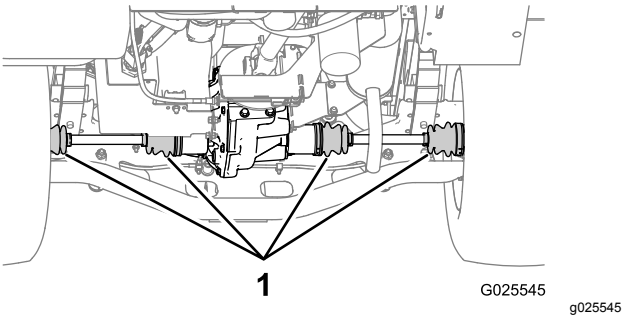

图66
2. 在后轴处检查 CV等速启动装置看是否损坏和存在润滑剂泄漏图66。